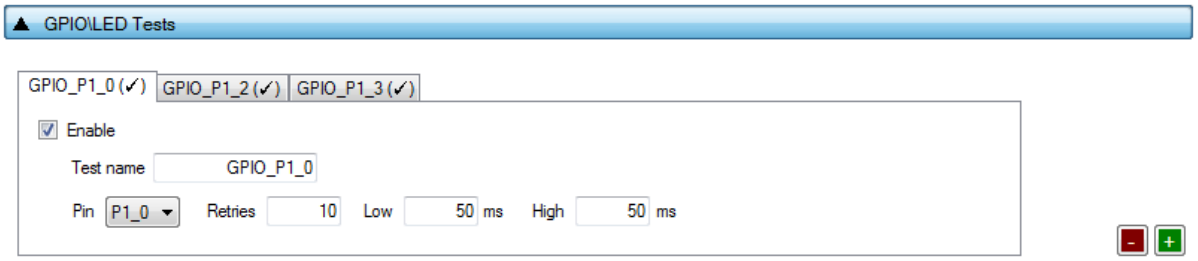

**Figure 62: GPIO/LED Tests - DA14531**
*GPIO/LED Tests* can have multiple instances with different settings. Tests can be added or removed using the two buttons (e.g. - and + in Figure 62) at the bottom right side of each panel.